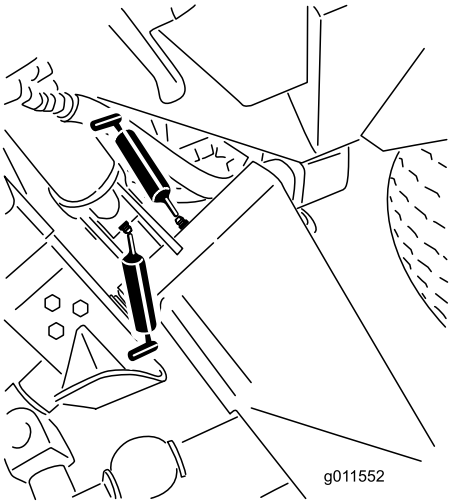
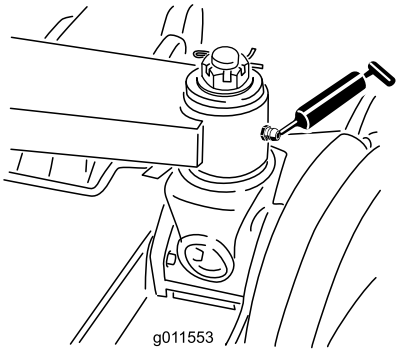

Figur 43
Figur 44
- Sex huvudlyftarmsbussningar (Figur 43 och Figur 44)